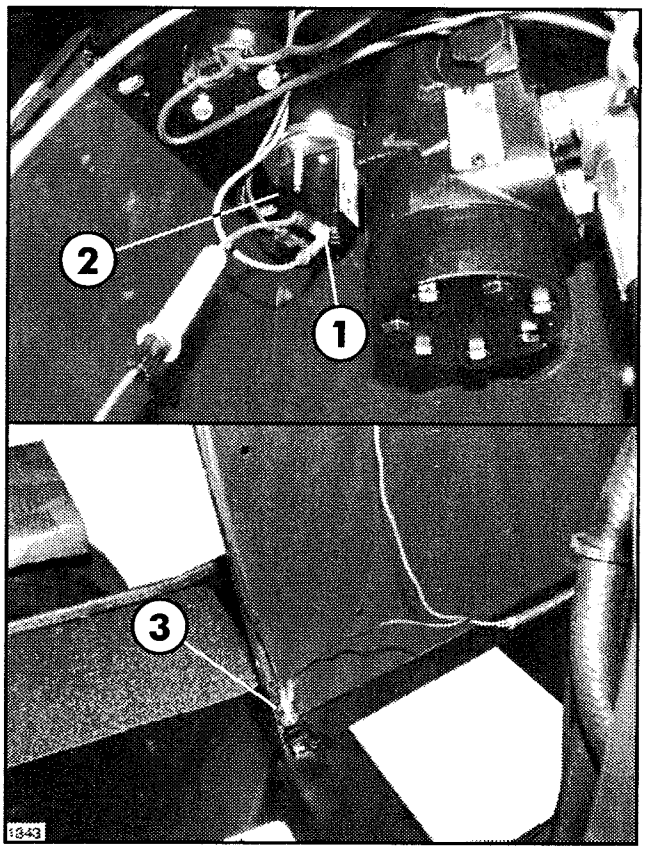

FIG. 5
14. Attach Ground Wire (black) along with Ignition Ground to the bolt securing the bottom of the L.H. Steering Console Panel to Vehicle Frame. See FIG. 5.